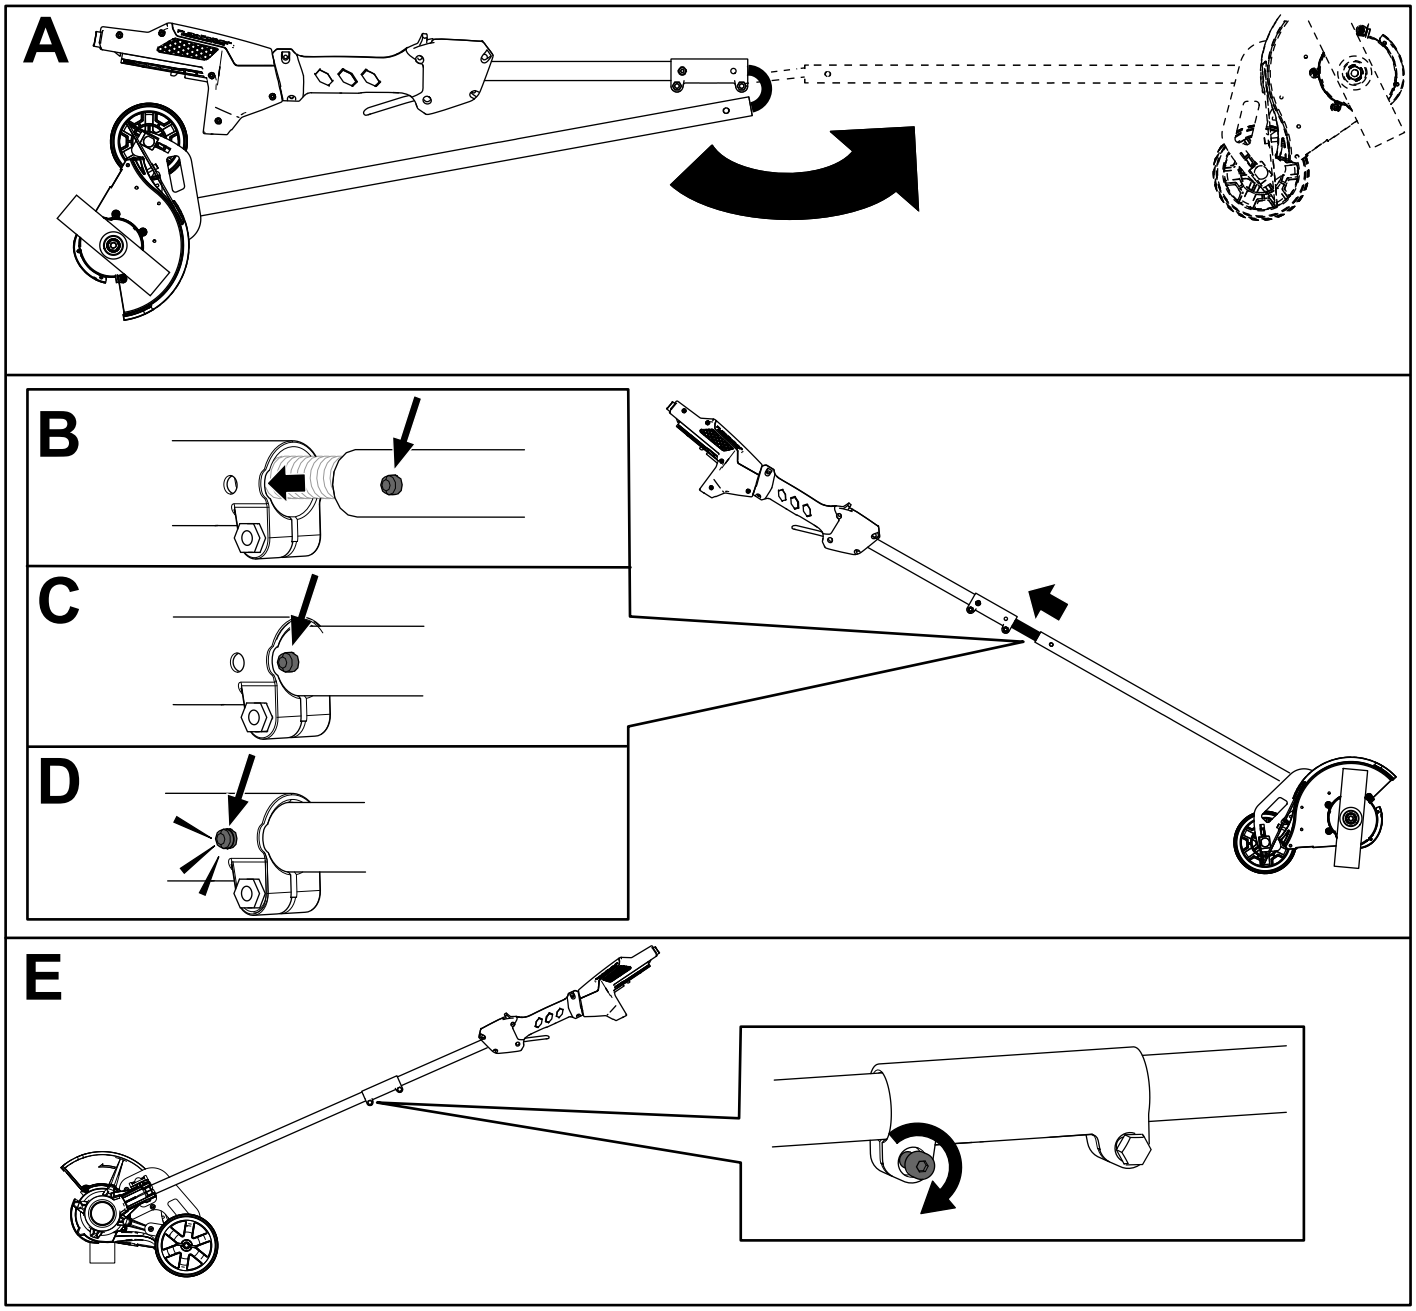

Figura 3
1. Despliegue la empuñadura (Figura 3, A).
2. Alinee el botón de bloqueo del mango inferior con el orificio ranurado del mango superior y junte los dos mangos (Figura 3, B y C).
Nota: El botón de bloqueo encaja en el orificio ranurado al juntarse los mangos (Figura 3, D).
3. Usando la llave Allen suministrada, apriete el tornillo del conector del mango hasta que quede firme (Figura 3, E).